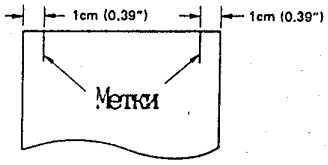

Рис. 2-9
I) Отметить поля на расстоянии I0 мм от боковых краев листа (формат B4), как показано на рис. 2-9.